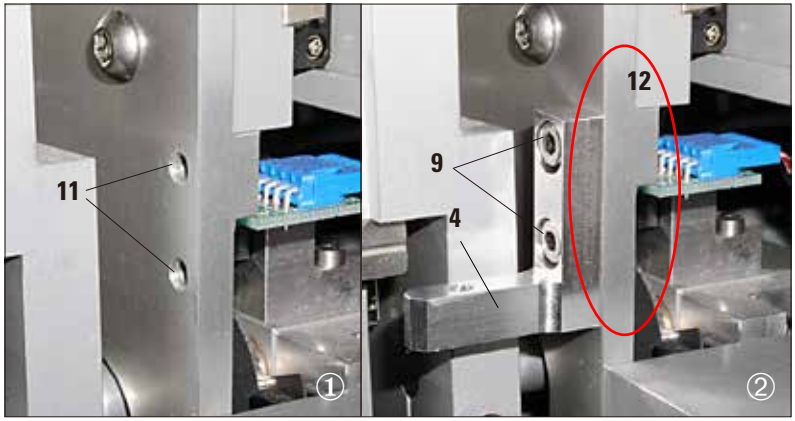

図 22
取り付けには、搬送用固定具のネジ穴（**11**）を使用します（図 22/①を参照）。
- まずマウンティングブラケット（**4**）を 2 本のネジ（**9**）でハウジング壁（**12**）の穴（**11**）に固定します（図 22/②）。マウンティングブラケットがハウジング壁のエッジと平行になるように、注意してください（図 22/② の楕円）。
- スライドのエッジがブラシホルダーのカバーに接触する場合は、ハウジング壁のネジ（**9**）を緩め、微調整を行うことができます（図 22/②）。調整にはネジ穴の遊びを利用します。